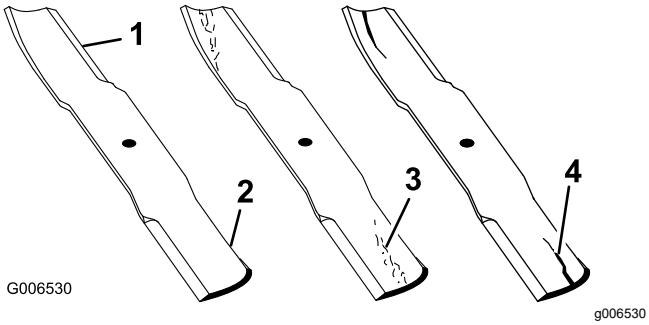

**Figur 28**
1. Undersøk kniveggene (Figur 28).
4. Hvis du finner sprekker, slitasje eller ser at det begynner å dannes spor i denne delen av kniven, må den skiftes ut øyeblikkelig (Figur 28).